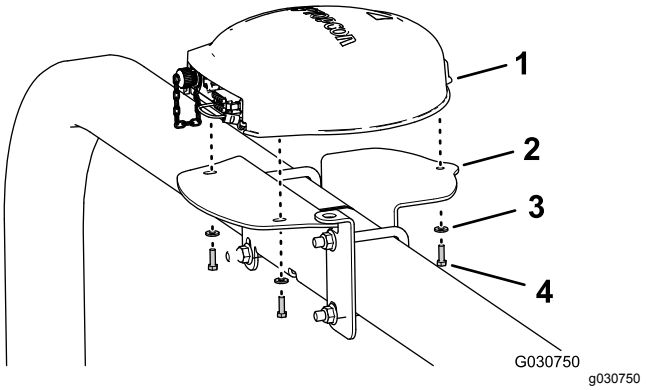

Figur 151
4. Innrett de tre gjengede hullene på undersiden av navigasjonsmottakeren med de tre hullene i mottakerfestet (Figur 151).
5. Monter mottakeren til festet (Figur 151) med tre sekskantbolter (5 x 16 mm) og tre skiver (5 mm).